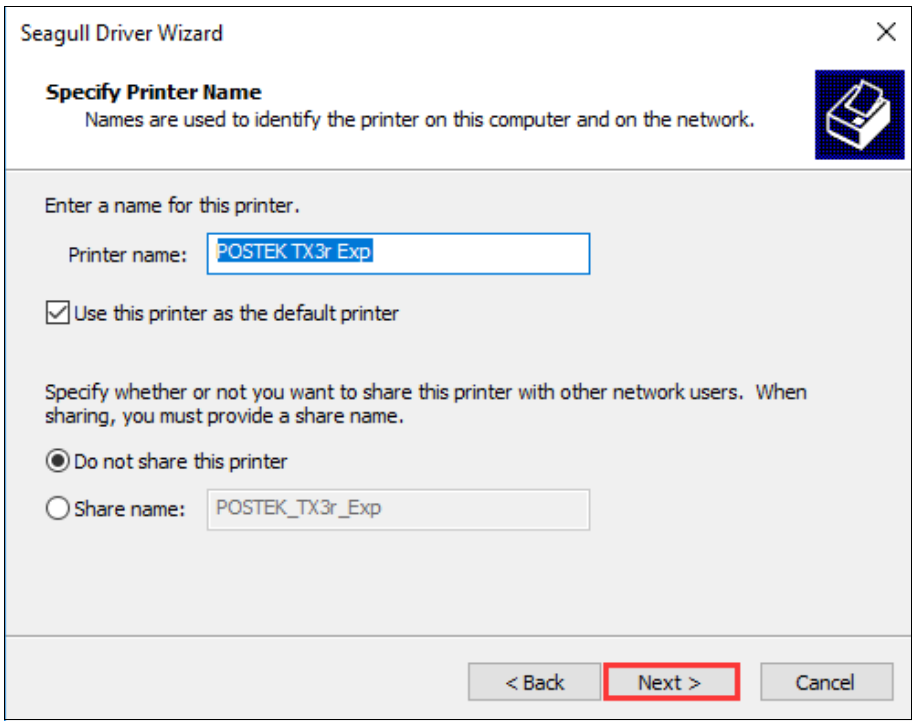

Figure 2-42 Specify Printer Name
10. On the "Specify Printer Name" screen, enter a name for the printer, as shown in Figure 2-42. Click "Next" to complete the driver installation.